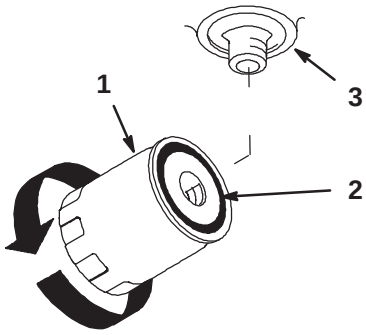

Figure 52
4. Appliquez une fine couche de liquide hydraulique sur le joint en caoutchouc du filtre de rechange (Fig. 52).
7. Quand le liquide déborde, tournez le filtre dans le sens horaire jusqu'à ce que le joint rejoigne l'adaptateur, puis donnez un demi-tour supplémentaire (Fig. 52).